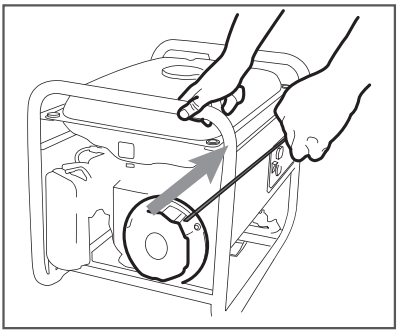

Рис. 14 Запуск двигателя ручным стартером
6. Проверните коленчатый вал двигателя ручным стартером до тех пор, пока не почувствуете сопротивление, затем медленно опустите ручку стартера вниз. Снова медленно потяните за ручку стартера, пока не почувствуете, что стартер вошел в зацепление с маховиком, после чего, резко и с усилием потяните за ручку стартера и запустите двигатель (Рис. 14). При необходимости повторите. После запуска двигателя медленно и плавно верните ручку стартера на место.